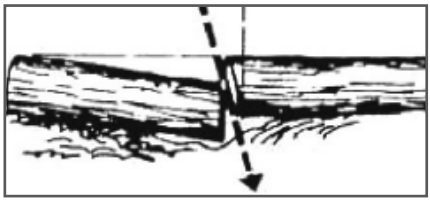

Рис. 15. Косой пропил
3. Если отпиленная часть бревна может осесть и прижать другую часть бревна, делается косой пропил (Рис. 15).